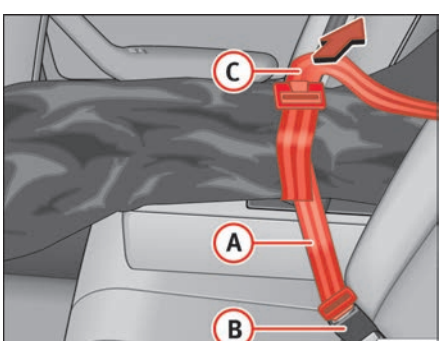

Fig. 129 Fastening the ski bag in the seatbelt buckle
– Insert the fastening belt (A) ⇒ page 150, fig. 129 of the ski bag into the centre seat belt buckle (B).
– Pull the free end of belt (C) to tighten.